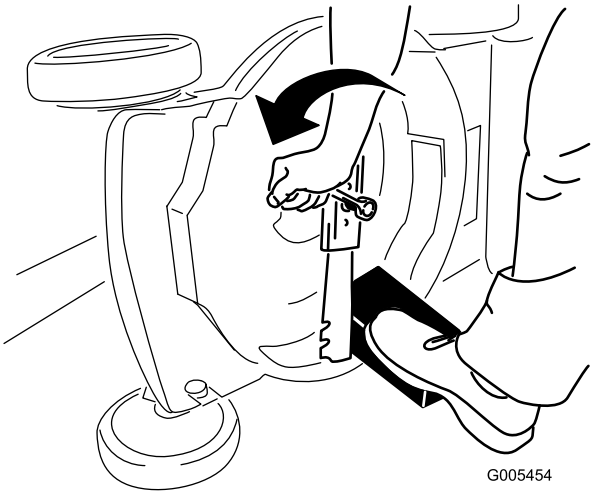

Bild 26
3. Stabilisieren Sie das Messer mit einem Holzblock (Bild 26).
4. Nehmen Sie das Messer ab und bewahren Sie alle Befestigungsschrauben auf (Bild 26).